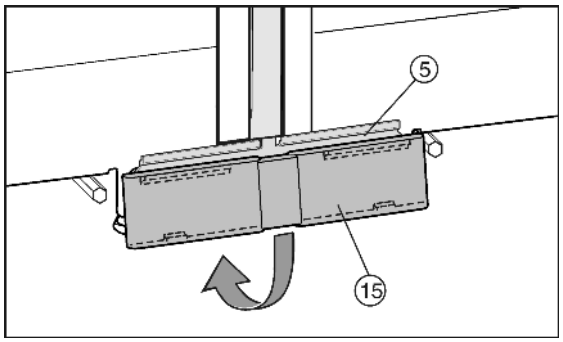

Fig. 11
▶ Насадите нижнюю крышку *Fig. 11 (15)* сверху на соединительный лист *Fig. 11 (5)* и зафиксируйте снизу.